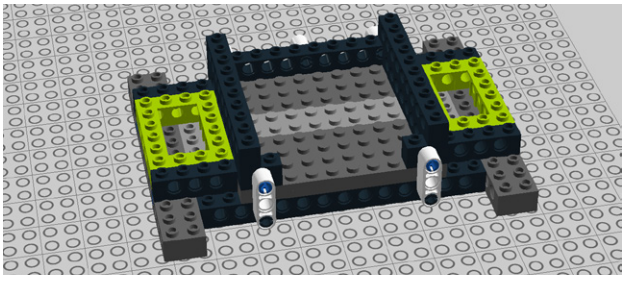

Figure 5-23. *Step 16: Adding some more bricks*
16. The 4x6 Technic bricks shown in Figure 5-23 finish out the base.